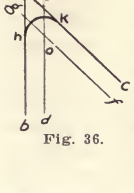

Fig. 36.
17. To Draw an Arc Connecting Two Lines Intersecting at an Angle.—In the angle **bac** in Fig. 36 draw line **de** parallel with **ab.** The same distance from **ac,** draw line **fg** parallel with **ac.** With the intersection point **o** as the center, and the distance from **de** to **ab** as a radius, draw arc **hk.**